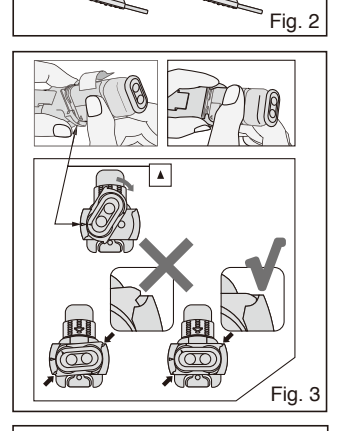

Fig. 3
2. Laad de cartridge in de Paste Pak Dispenser (fig. 3). Zorg ervoor dat het ▲ teken op de cartridge in één lijn staat met het ▲ teken op de Paste Pak Dispenser, zoals afgebeeld. Draai de cartridge vervolgens helemaal naar de rechterpositie.